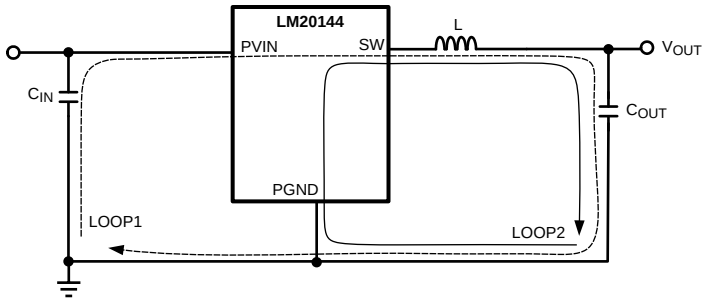

Figure 36. Schematic of LM20144 Highlighting Layout Sensitive Nodes
1. Minimize area of switched current loops. In a buck regulator there are two loops where currents are switched very fast. The first loop starts from the input capacitor, to the regulator VIN pin, to the regulator SW pin, to the inductor then out to the output capacitor and load. The second loop starts from the output capacitor ground, to the regulator PGND pins, to the inductor and then out to the load (see Figure 36). To minimize both loop areas the input capacitor should be placed as close as possible to the PVIN pin. Grounding for both the input and output capacitor should consist of a small localized top side plane that connects to PGND and the die attach pad (DAP). The inductor should be placed as close as possible to the SW pin and output capacitor.